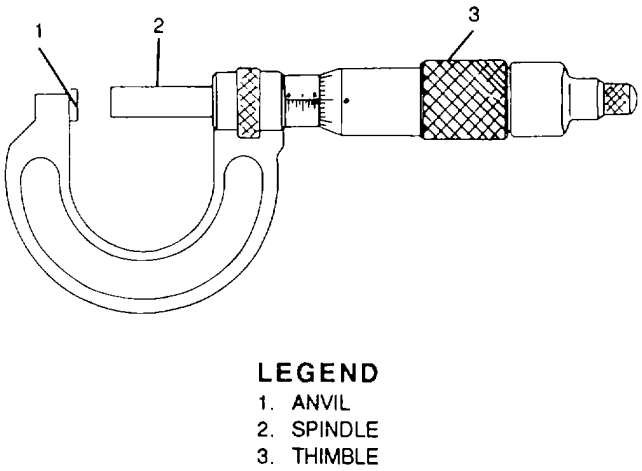

Figure 3-41. Parts of a Micrometer
d. Reading a Standard Micrometer. Reading a micrometer is a matter of reading the micrometer scale or counting the revolutions of the thimble, and adding to this any fraction of a revolution (see figure 3-41).
(1) Spindle movement. The micrometer screw has 40 threads per inch. This means that one complete and exact revolution of the thimble (3) moves the spindle (2) toward or away from the anvil (1) exactly 1/40 or 0.025 inch.